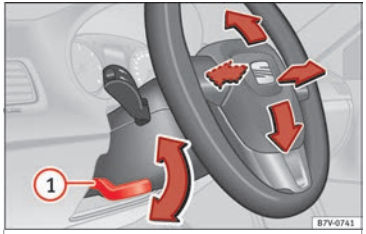

Fig. 3 Mechanical steering wheel adjustment
- Push the lever ››› Fig. 3 (1) downwards.
- **After adjusting the steering column, push the lever ››› Fig. 3 (1) firmly upwards to** »